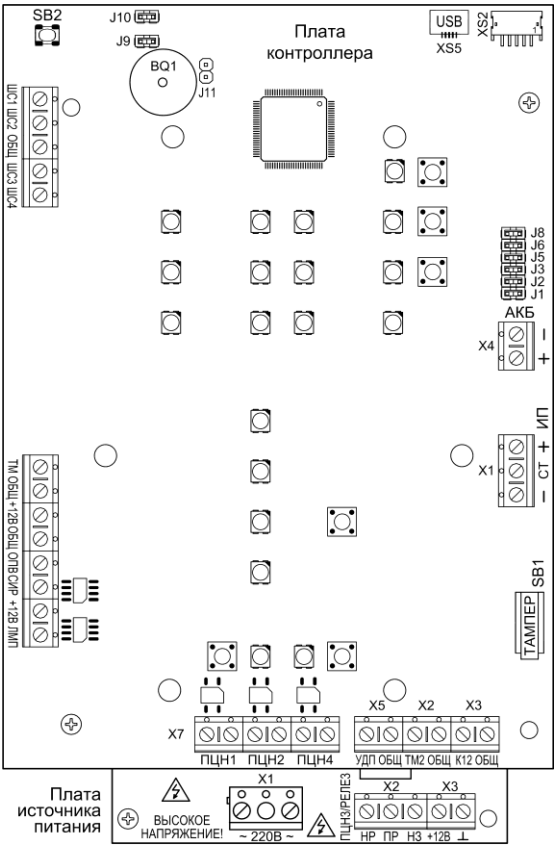
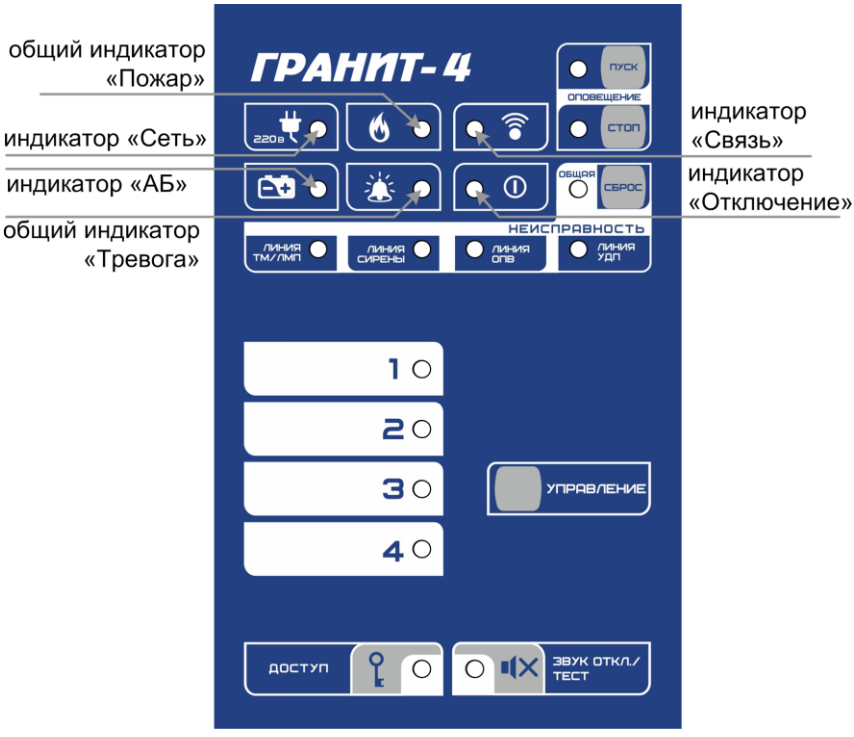

Рис.1 Плата контроллера Гранит-4А GSM (вид со снятой панелью индикации и управления) и плата источника питания (видимая часть)
Рис.2 Панель индикации и управления прибора Гранит-4А GSM
Прибор состоит из корпуса и съёмной крышки. В корпусе расположены плата контроллера, плата источника питания (рис.1) и коммуникатор (п.10). На плате контроллера установлена панель индикации и управления (рис.2).
3.1 На плате контроллера (рис.1) расположены следующие элементы:
3.2 На панель индикации и управления прибора (см. рис.2) выведены:
3.3 На плате источника питания (рис.1) расположены следующие элементы: